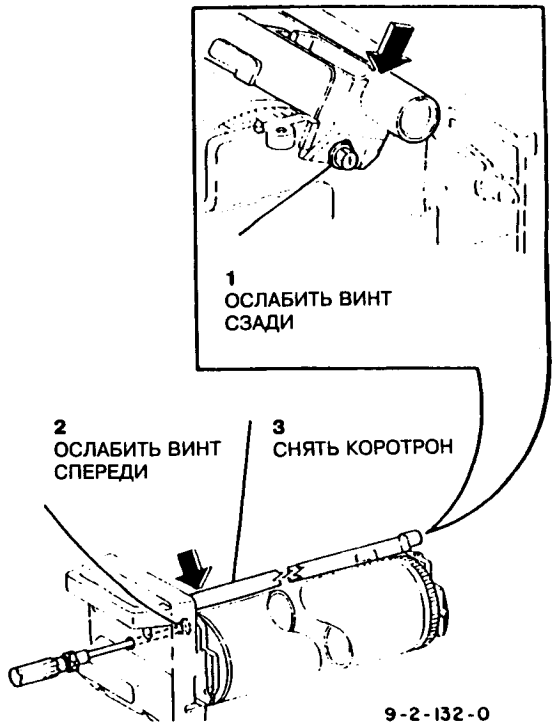

Рис.3 Снятие узла коротрона
ПРИМЕЧАНИЕ: Чтобы снять узел экрана коротрона зарядки, обратиться к рис.3.
1. Если узел коротрона зарядки был снят, установить его в порядке, обратном показанному на рис. 3. Обеспечить правильную установку узла, с усилием нажав на него в направлении, показанном стрелкой.